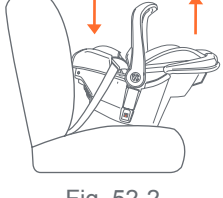
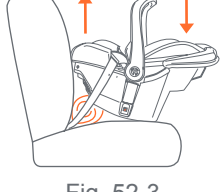

Fig. 52-2
Fig. 52-3
- If the Seat Angle Indicator line is not level, the Safety Seat is either too upright or too reclined. If the Safety Seat is too reclined adjust the Safety Seat as shown in (Fig. 52-2), until the level indicator shows level. If the Safety Seat is too upright, place a tightly rolled towel, or pool noodle, under the foot end of the Safety Seat until the level indicator shows level (Fig. 52-3). Re-tighten the vehicle seat belt as instructed in section **Securing the Safety Seat or Base in the Vehicle.**